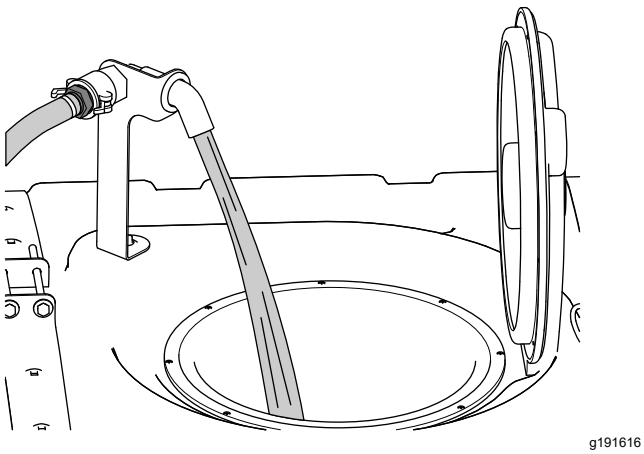

Figura 25
5. Adicione ¾ da água necessária ao depósito de pulverização (Figura 25).